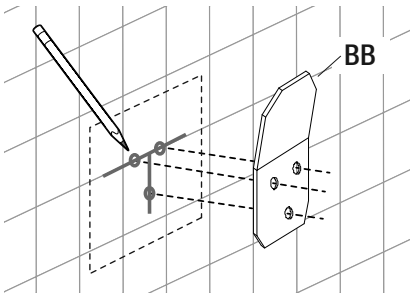

Fig.13C
- Use the bottom bracket (BB) to layout the location of the screw holes as shown in figure 13C.